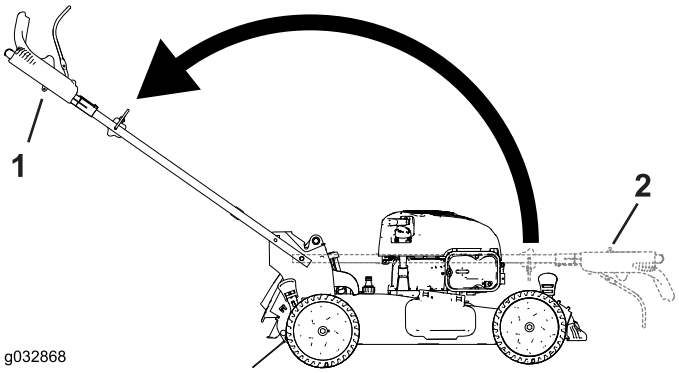

Figur 5
3. Fold ut håndtaket til driftsstillingen ved å vri det bakover (Figur 5).